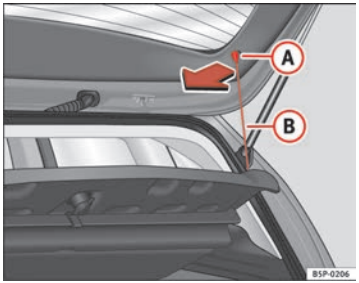

Fig. 124 Storage shelf
– Unhook the loops ⇒ fig. 124 (B) from housings (A)